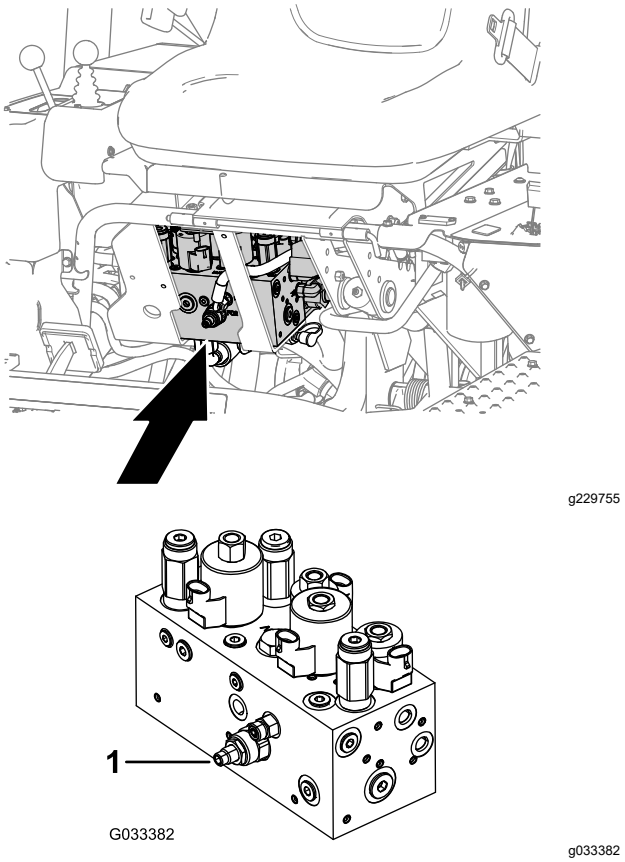

Figure 52
Le circuit de levage/abaissement des unités de coupe de cette machine est muni d'un régulateur de débit (Figure 52). Celui-ci est ouvert en usine d'environ 3 tours. Cependant, un réglage est parfois nécessaire pour compenser les différences de températures de liquide hydraulique, de vitesses de tonte, etc.
1. Localisez le régulateur de débit sous le siège (Figure 52).